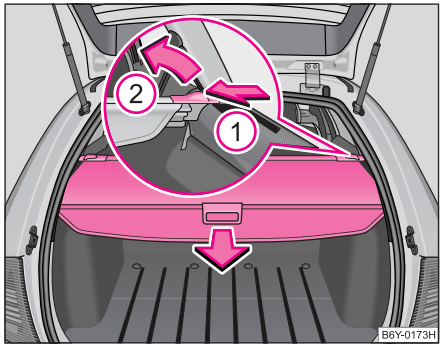

Fig. 60 Portbagajul: Raftul din portbagaj
– Trageţi raftul în sensul indicat de săgeată ⇒ pagina 77, fig. 60.
– La transportarea bagajelor voluminoase, raftul se poate demonta. Apăsaţi cursorul din lateral în sensul săgeţii (1) şi scoateţi raftul în sensul săgeţii (2).
Dacă doriți să utilizați tot portbagajul, puteți demonta raftul din portbagaj ⇒ pagina 77, fig. 60.